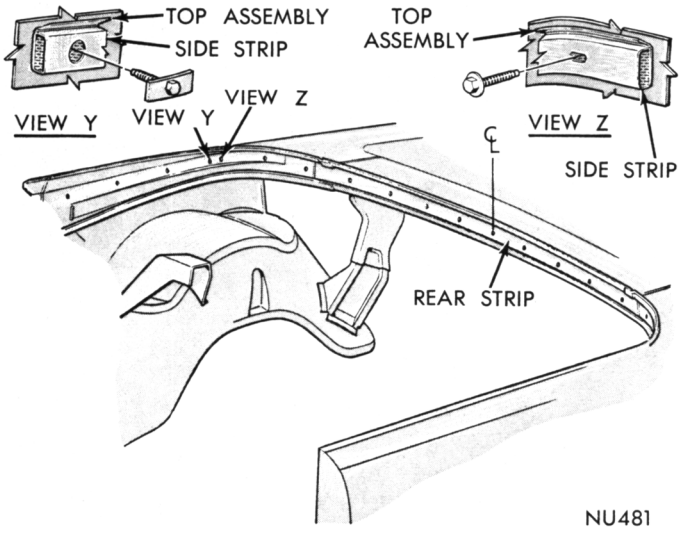
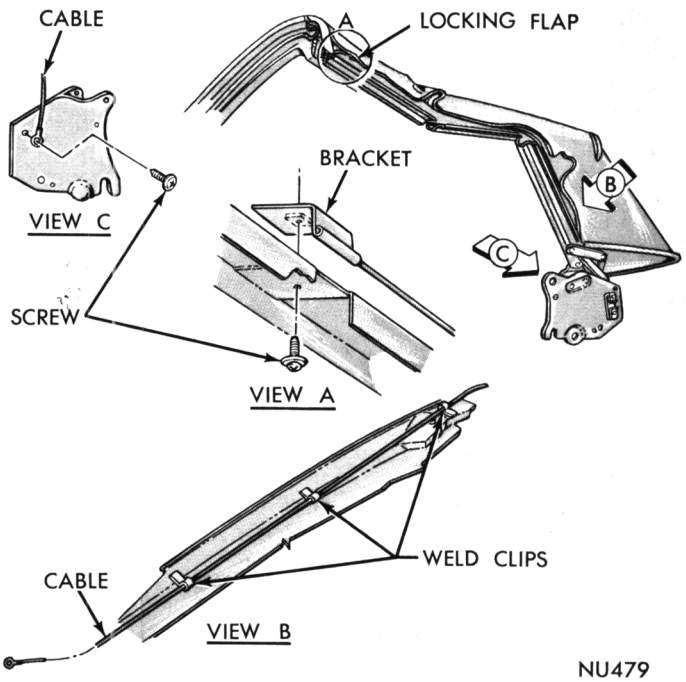

Fig. 14—Cover Tacking Strips—Fury
Fig. 17—Cover Locking Flaps and Tension Cable
(1) Place protective covers over deck lid, upper panel, hood and cowl areas.
(2) Remove staples, attaching moulding retainer to roof bow and remove retainer.
(3) Using a sharp pointed tool remove staples and tacks at rear bow. **Use care not to damage top material if original cover is to be reinstalled. In some instances the staples ends may have become peened over and if excessive effort is required to remove them, it is advisable to cut the heads off and remove pieces after cover has been removed, otherwise damage to the material may result.**
(4) Remove staples and tacks (one tack used on each side) at binding areas attaching cover to the rear bow.
(5) Remove the top boot.
(6) Prop the top off of windshield header and remove moulding from top header. The moulding attaching screws are located under the weatherstrip.
(7) Raise top of the 1/2 open position and remove rear roof rail weatherstrip. Mark location of retainer screws on roof rail to aid in reassembling, and remove retainer.
(8) Remove top and rear curtain material from roof rail.
(9) Raise top completely and remove trim in well area to permit removal of top material from tacking strips (Figs. 14, 15 and 16).
(10) Remove staples, drive nails and tacks attaching material to the header.
(11) Mark location of top material bead on ends of cover pads.
(12) Loosen vent wing seals at the corners.
(13) Remove front screws from front roof rail weatherstrip retainers and remove top material locking flaps (Fig. 17) from between retainer and roof rail.
(14) Remove tension cables and attaching bracket assembly (Fig. 17) at front roof rail and number 3 roof bow. If original cover is to be reinstalled tie a cord to one end of cables prior to removing. When cables are removed, the cord should be left in listing to aid in reinstalling cables.
(15) Remove cover from folding linkage.